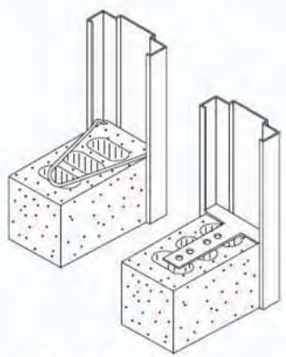

Fig. 7 – Anchors
d. Install anchors (see fig. 7). Grout frame in the area of the anchors as block courses are laid up. Frame should be fully grouted. Frames have been tested fully grouted using T anchors or wire anchors. Frames may also be supplied with anchors welded in place.